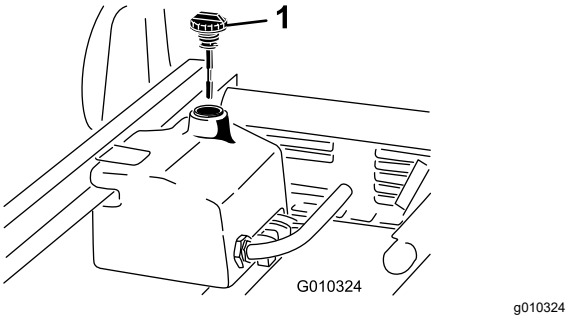

Figura 72
4. Limpie la zona alrededor del cuello de llenado y el tapón del depósito hidráulico (Figura 72).
6. Retire la varilla (Figura 72) del cuello de llenado y límpiela con un paño limpio.